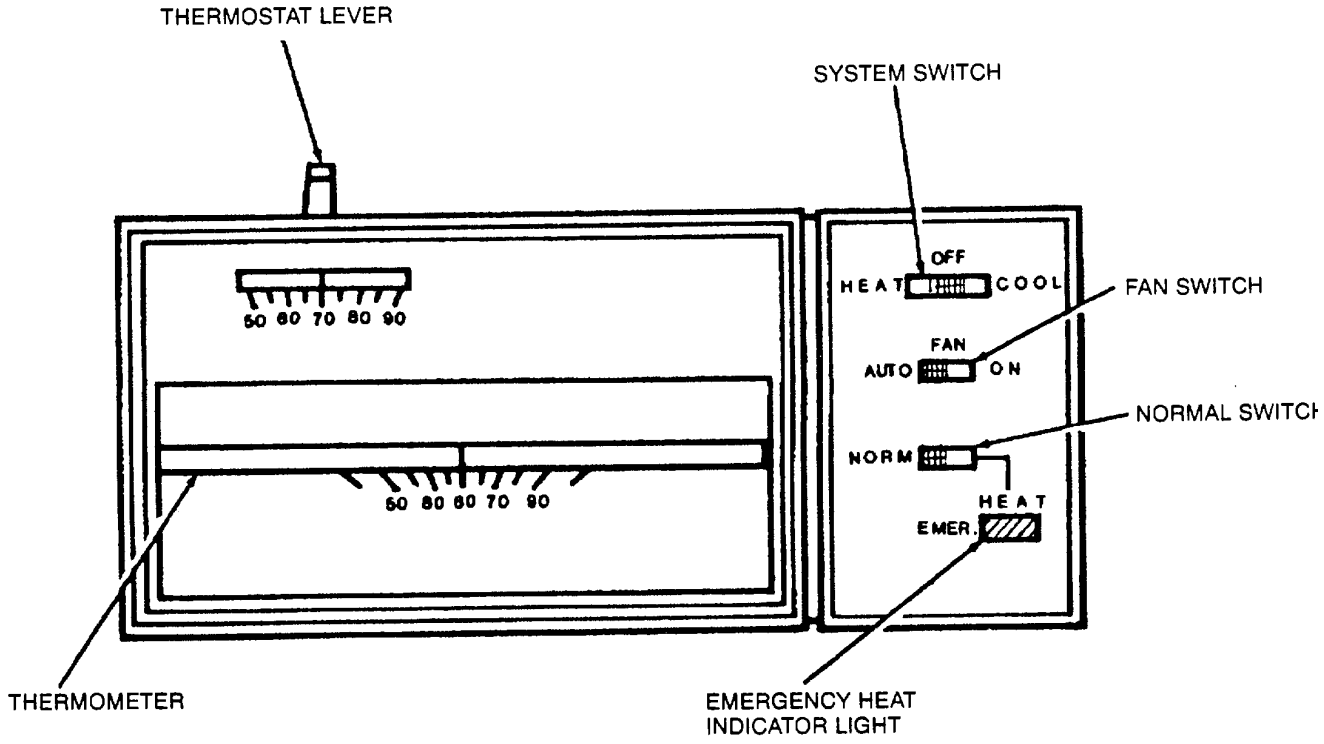

Figure 2-1. Thermostat
2-2. OPERATOR'S CONTROLS. The operator's controls consist of a wall mounted thermostat (Figure 2-1) with a lever and three switches.
b. Thermometer. A thermometer on the front of the thermostat cover provides an indication of the current temperature of the surrounding air. See Figure 2-1.
2-8. OPERATION IN FAN MODE. Turn the thermostat system switch to OFF and the fan switch ON. See Figure 2-1.
a. Turn system switch to HEAT and fan switch to AUTO. See Figure 2-1.
a. Turn the system to COOL and the fan switch to AUTO. See Figure 2-1.
Turn thermostat system and fan switches to OFF. See Figure 2-1.